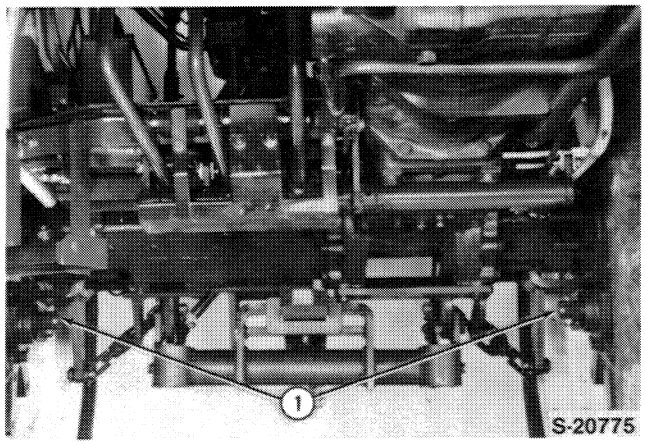

Figure 15
Two ground drive output shafts (1) are utilized on the model 1710 offset tractor and are located on each rear axle reduction housing, projecting from the inside of the gear case, as shown in Figure 15.